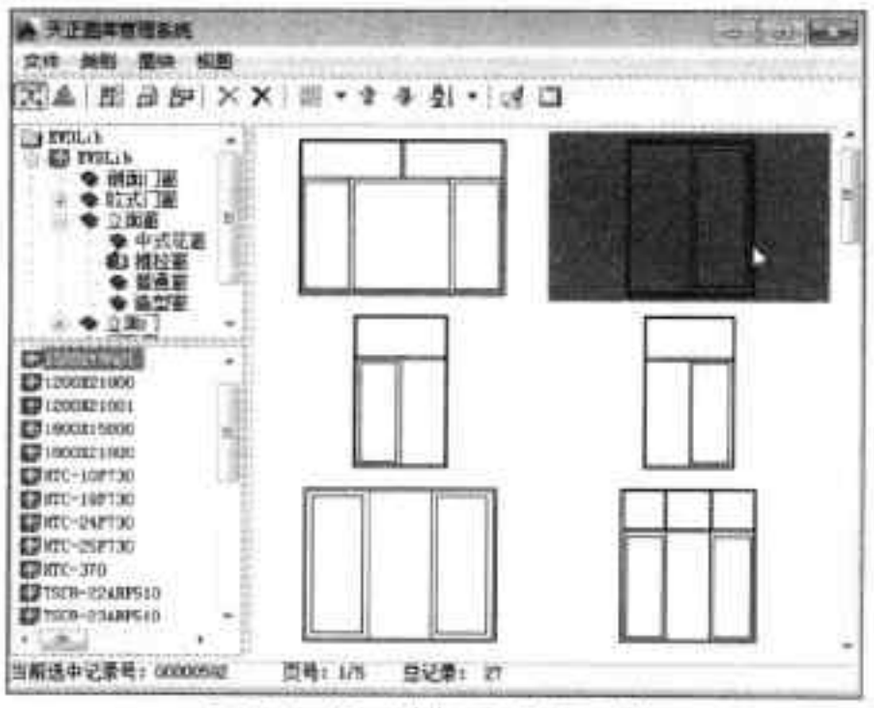

图18-47 选择立面窗图块
Step 05 执行“立面 > 立面门窗”命令，在打开的“天正图库管理系统”对话框中，选择满意的立面窗图块，如图 18-47 所示。